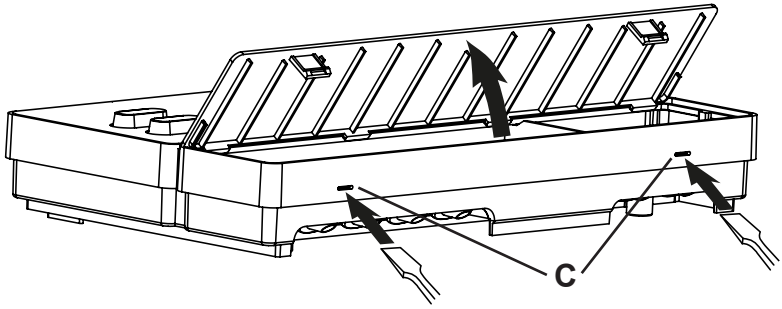

Fig. 3 Retrait du couvercle du boîtier
2. Appuyez légèrement dans les fermetures à déclic **C** avec un tournevis et retirez le couvercle du boîtier (voir **Fig. 3**).